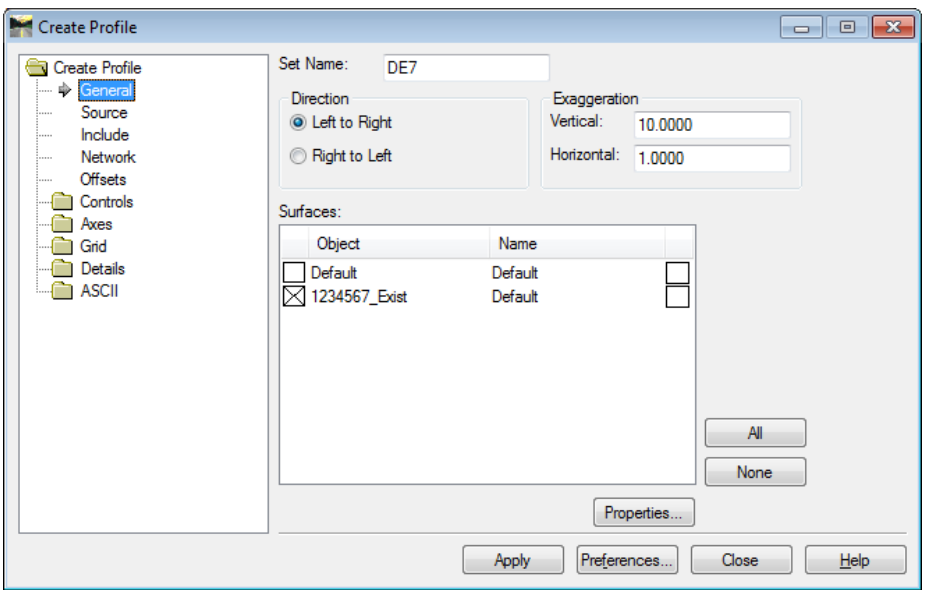

Figure L4-2 Create Profile
12.	• In InRoads, Select **Evaluation ► Profile ► Create Profile**. The **Create Profile** dialog opens as shown in *Figure L4-2*.